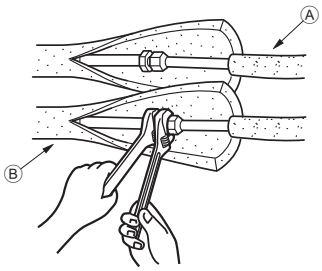

Fig. 4-3
4.4. Rohrleitungen für Kältemittel (Fig. 4-3)